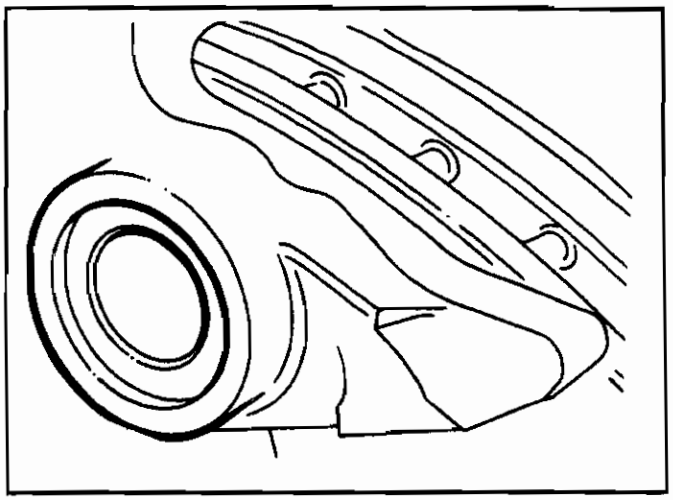

Figure 15.
8. Carefully lower the housing assembly into position on the carrier and ensure the guide sleeves locate in the counter bores machined in the carrier (Figure 15).